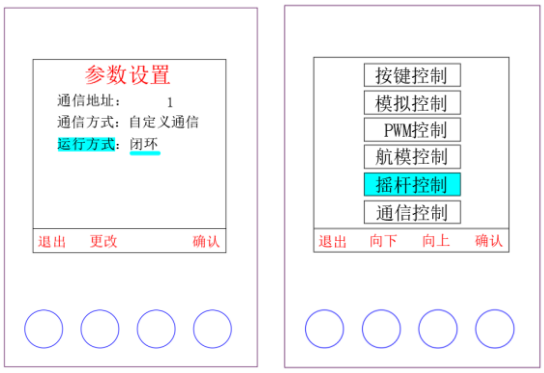

图 6.66 外部摇杆闭环控制的运行模式和控制方式选择界面
- 运行模式可通过按键操作进入参数设置界面进行切换。如图 6.66。
- 控制方式可通过按键操作进入模式选择界面进行切换。如图 6.66。